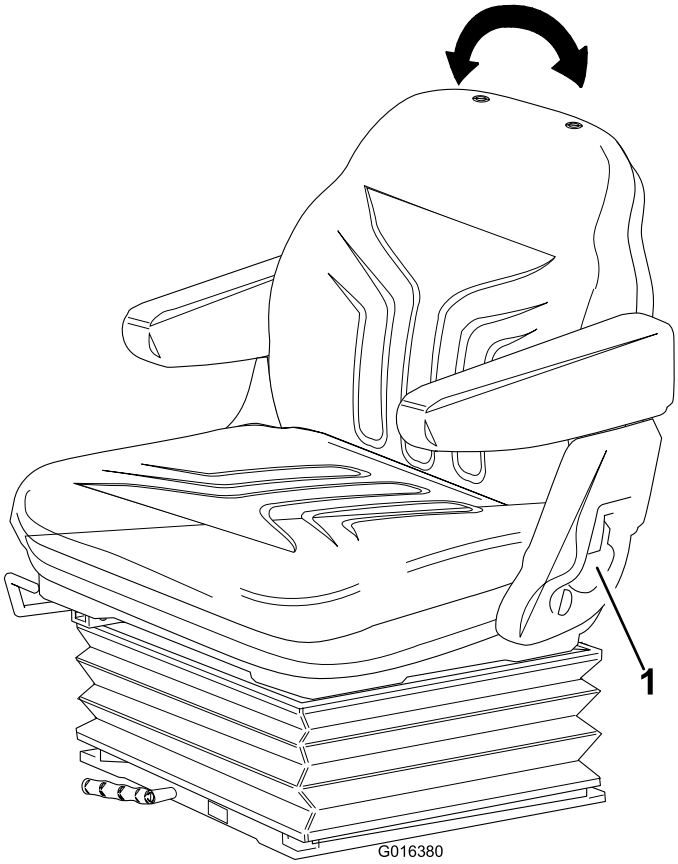

Figuur 14
- **Aanpassen rugsteun:** Trek de hendel naar buiten om de hoek van de rugsteun aan te passen. Laat de hendel los om de rugsteun in zijn stand te vergrendelen (Figuur 14).